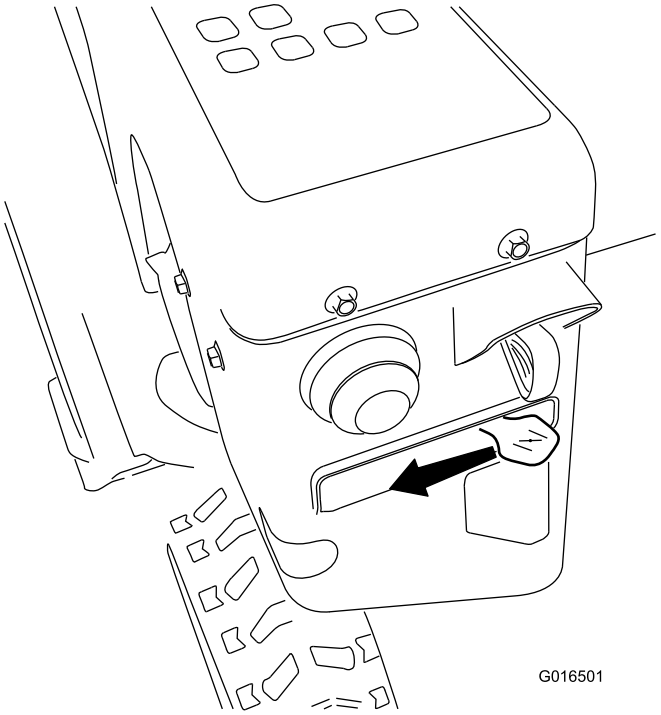

Bild 28
5. Stellen Sie den Choke auf die Choke-Stellung (Bild 28).